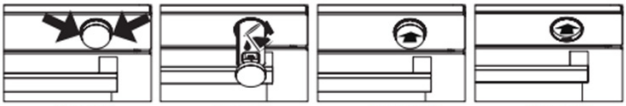

Figure 8 Figure 9 Figure 10 Figure 11
1. Retirez le réservoir d'eau en le tirant aux endroits indiqués par la flèche. Remplissez le réservoir d'eau (voir figure 8) et faites-le glisser dans le sens de la flèche jusqu'à la position de départ pour le mettre en place (voir figure 9). (Voir figure 10) Après 10 minutes de préchauffage, faites glisser le réservoir d'eau dans le sens de la flèche jusqu'à ce que vous entendiez un "clic". (voir figure 11).